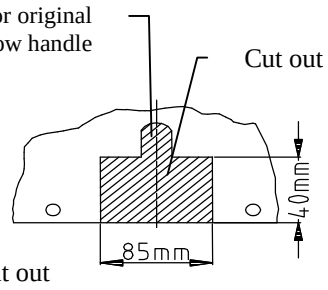

Fig.4
8. Reassemble the plastic cover (early cut out his fragment – see fig. 4).
9. Through towbar holes (pos. C) and original tow handle fix using bolt Ml0x75mm (pos. 7) and truncate washers (pos. 9).
10. Fix body of the automat (pos. 16) and the socket plate (pos. 3) using bolts M12x25mm (pos. 6) from accessories. Place tow-ball (pos. 2) according to supplied instruction.